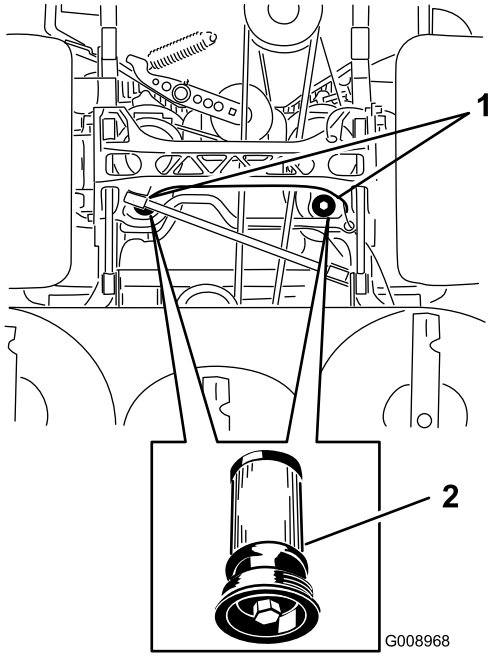

**Figur 84**
5. Stil et aftapningskar under filteret, fjern det gamle filter, og tør overfladen ren (Figur 84).
6. Påfør gummipakningen på det nye filter et tyndt lag hydraulikolie (Figur 84).